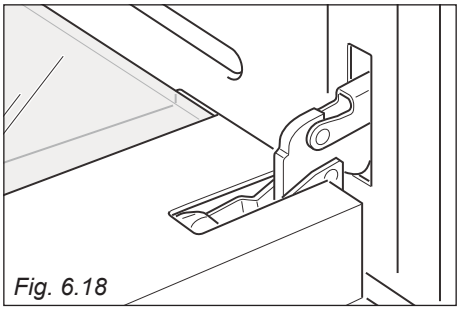

Fig. 6.18
- Fully open the oven door (fig. 6.18).